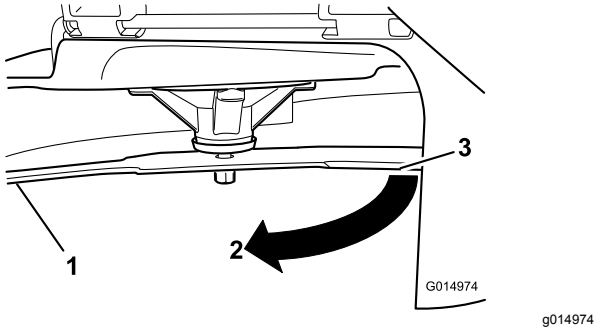

Figur 58
3. Målt afstand mellem skærekniven og overfladen (A)
4. Drej samme skærekniv 180 grader, så den modsatte skærekant nu befinder sig i samme position (Figur 58).